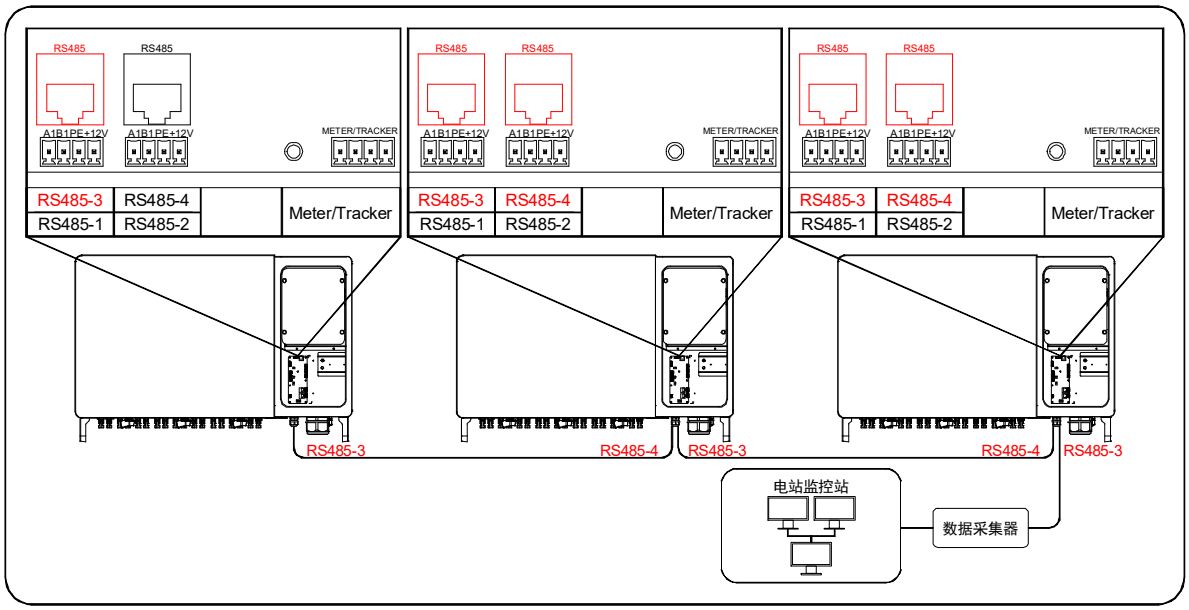

图 5-7 多台逆变器通信图（RJ45 接口）
2) 所有的逆变器通过 RJ45 接口以菊花链形式实现通信连接（图 5-7）。